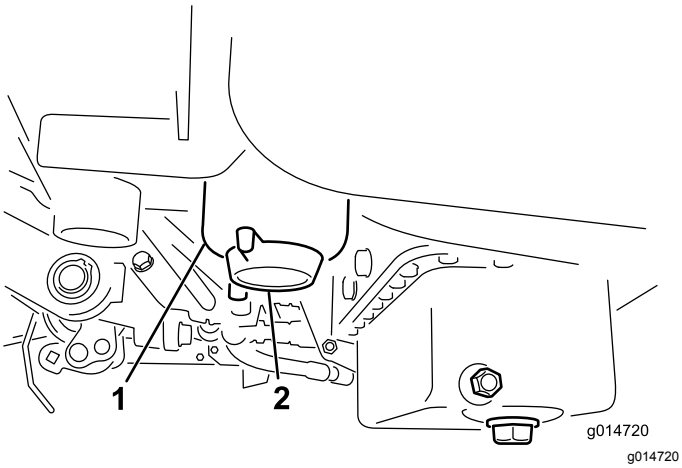

Rysunek 37
2. Oczyść obszar wokół miejsca zamontowania filtra (Rysunek 37).
4. Odkręć korek spustowy filtra (Rysunek 37).